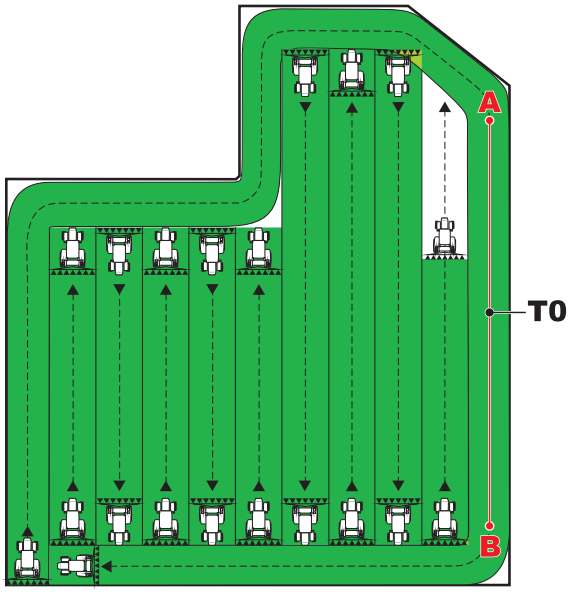
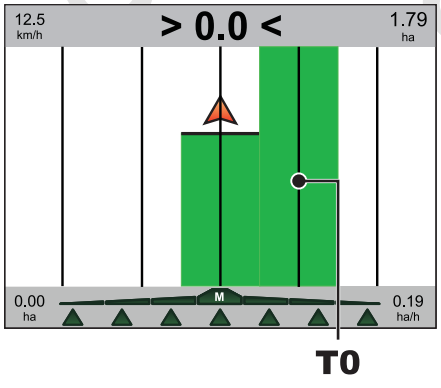

Fig. 219
Fig. 220
• Once straight line A/B (**T0**) is tracked, the whole field could be sprayed along tracks parallel to it (Fig. 219), following the reference tracks that will be displayed (Fig. 220).